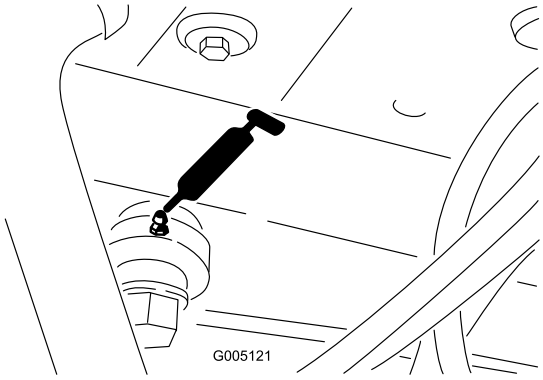

Figur 39
- Styresylinderens ende (Figur 39)